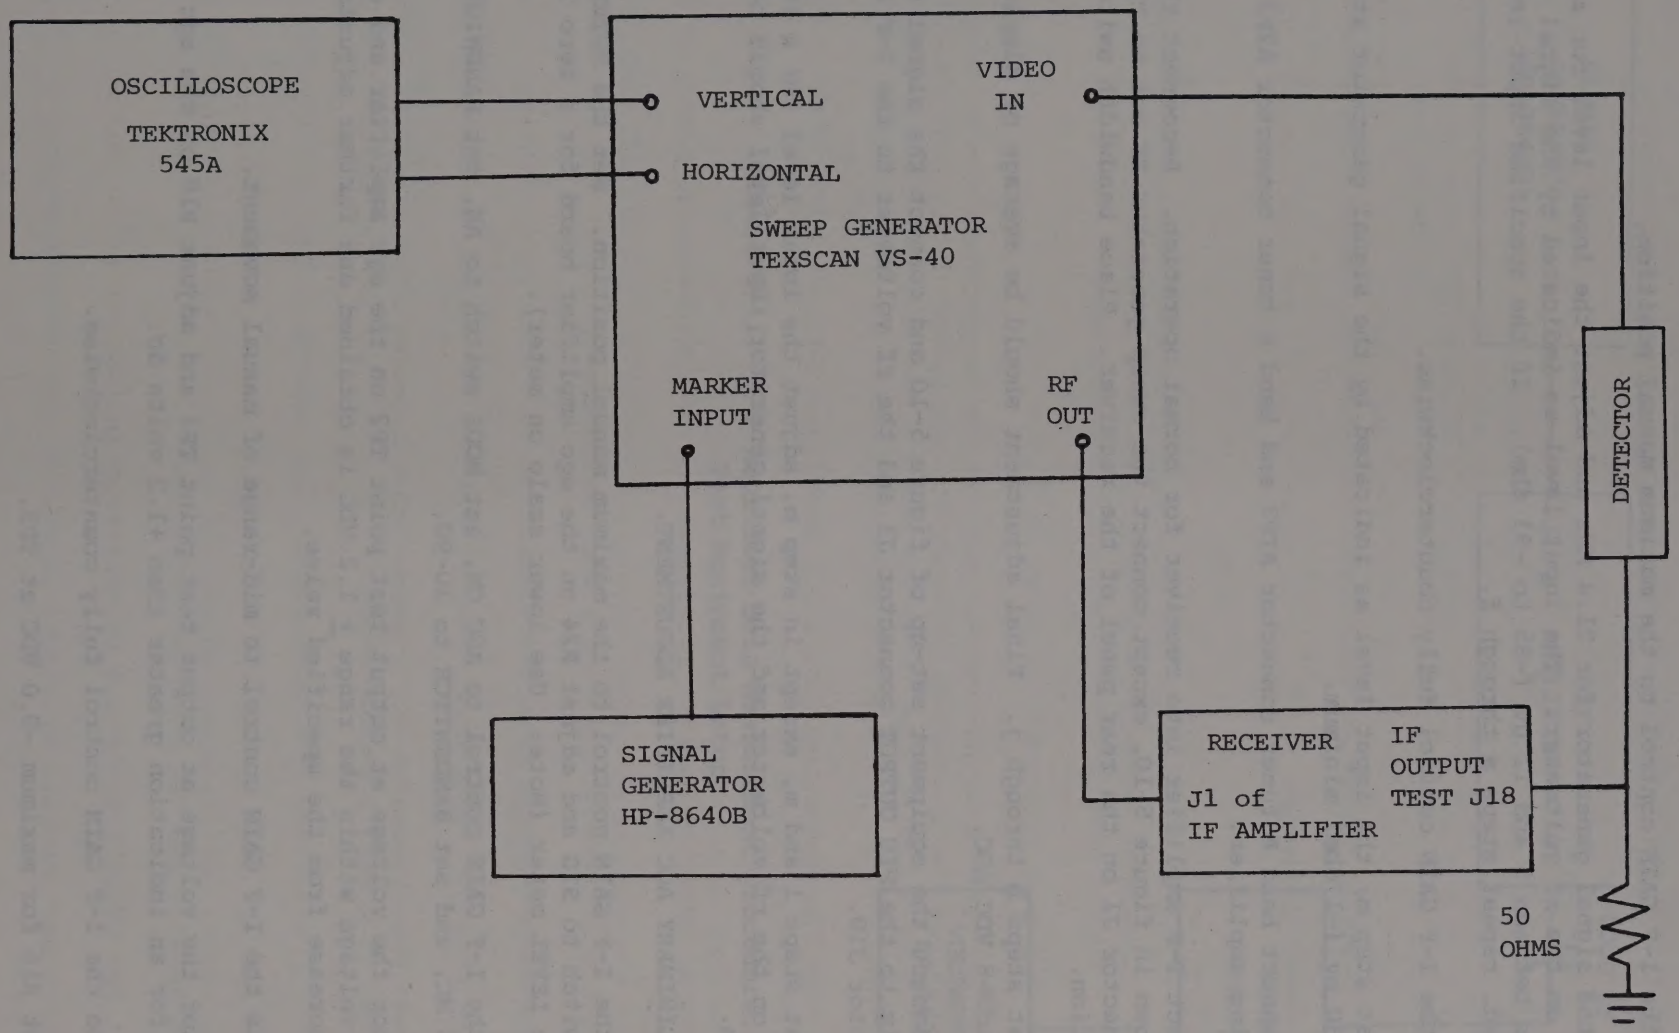

Figure 5-10. I-F Amplifier Adjustment Procedure, Test Equipment Setup
a. Connect the test equipment as shown in figure 5-10.
q. Connect I-F amplifier into receiver for normal operation. Reconnect the equipment as shown in figure 5-10, except connect the sweep generator RF out to the PIU OUTPUT connector J1 on the rear panel of the receiver. Place bandwidth switch to 3 MHz position.
s. Disconnect the equipment set-up of figure 5-10 and connect the signal generator directly to the PIU OUTPUT connector J1 and the rf voltmeter to the I-F OUTPUT TEST connector J18.